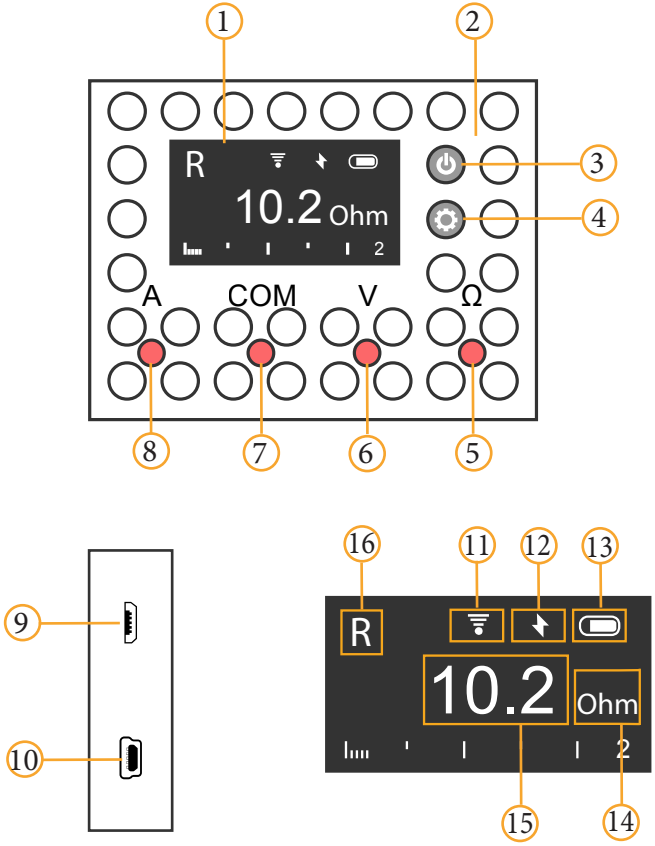

figure 6.1
You can switch between "**V~**" and "**V=**" measurement modes by briefly pressing the settings button ***(4 in Figure 6.1)***. Similarly, you can switch between "**A~**" and "**A=**" modes.
- The device is switched on with the power button ***(3 in Figure 6.1)***. If you press this button again, the device will turn off.
- In order to charge the PSU, you must connect it with a micro-USB cable to any high-quality USB-compatible source with admissible current of **0.5-2 A**. A hidden red light emitting diode ***(2 in Figure 6.1)*** will light during charging. Short-term flashing of this light emitting diode is a normal process.
In order to switch to the AC measurement mode, briefly press the modes and settings button ***(3 in Figure 6.1).***
- The current mode is displayed in the upper left corner of the screen ***(16 in Figure 6.1)***.
- If a compatible external sensor is connected to the device via a special connector (16 in Figure 6.1), the device will automatically switch to the mode of receiving data from this sensor.
- In order to access the settings menu, press and hold the mode control button ***(3 in Figure 6.1)*** for 3 seconds. In the settings mode you can find the options of turning on Wi-Fi and the current network connection status. The procedure for setting up the multimeter is similar to the procedure for setting up the power supply unit. *(see section 5.5)*
- In order to enter the configuration mode, connect the device to the charger, turn it on with the power button ***(4 in Figure 6.1)***, then press the mode control button ***(3 in Figure 6.1)*** and hold it for 3 seconds.